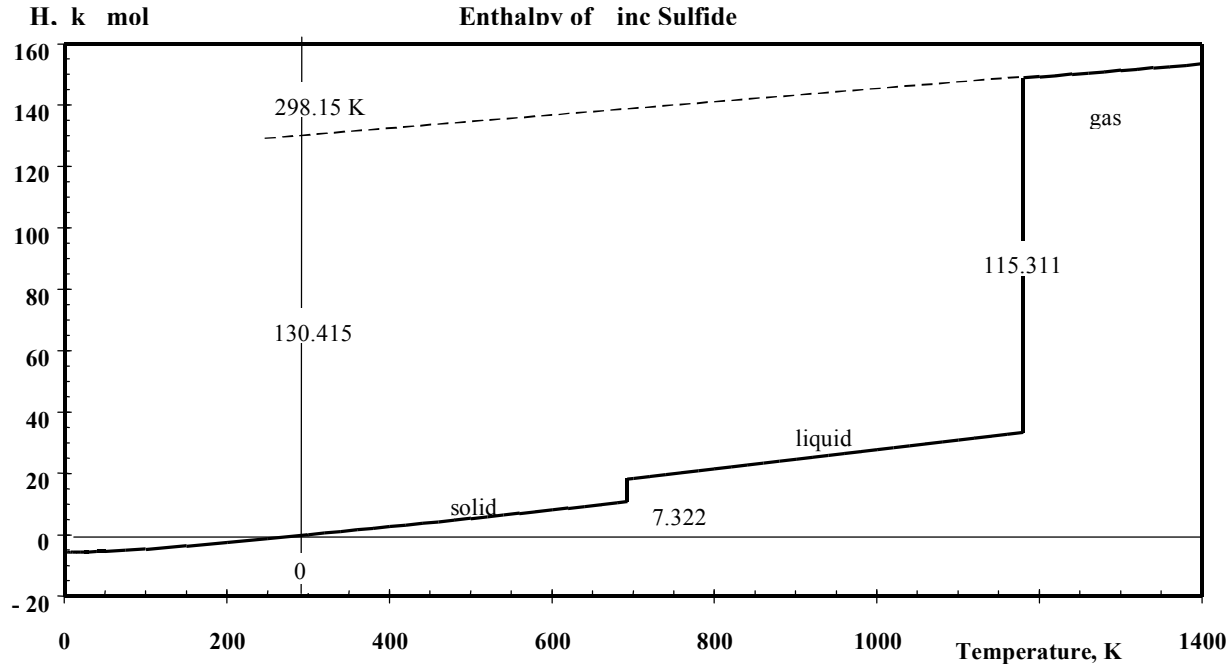
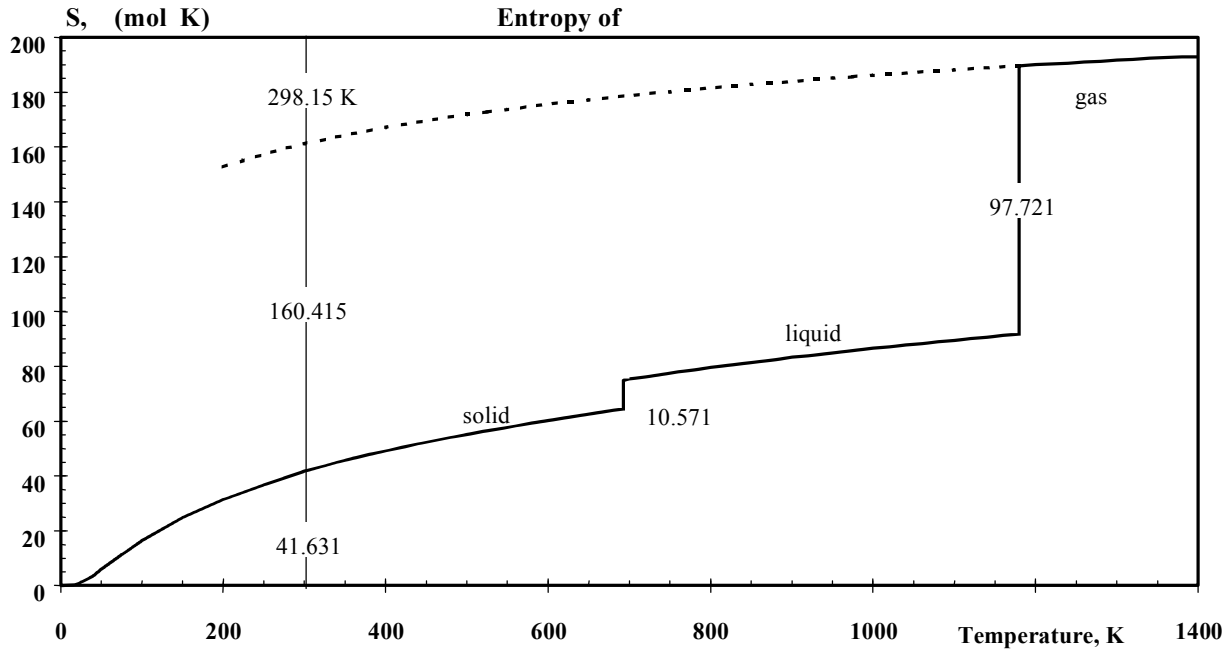
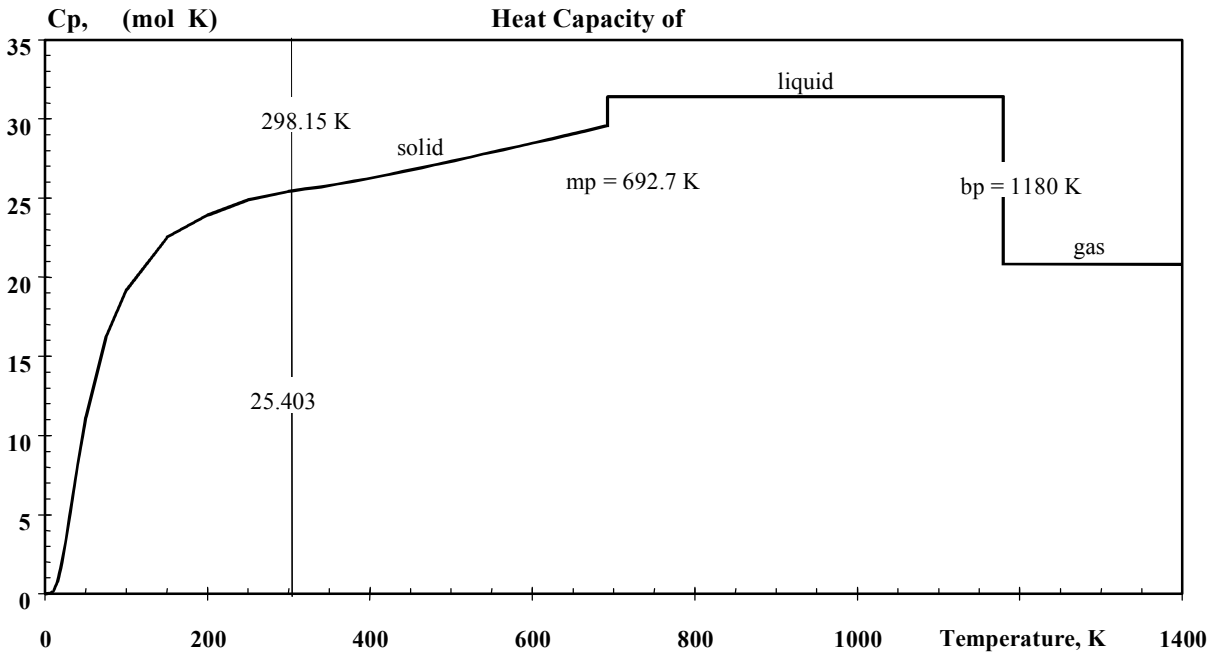
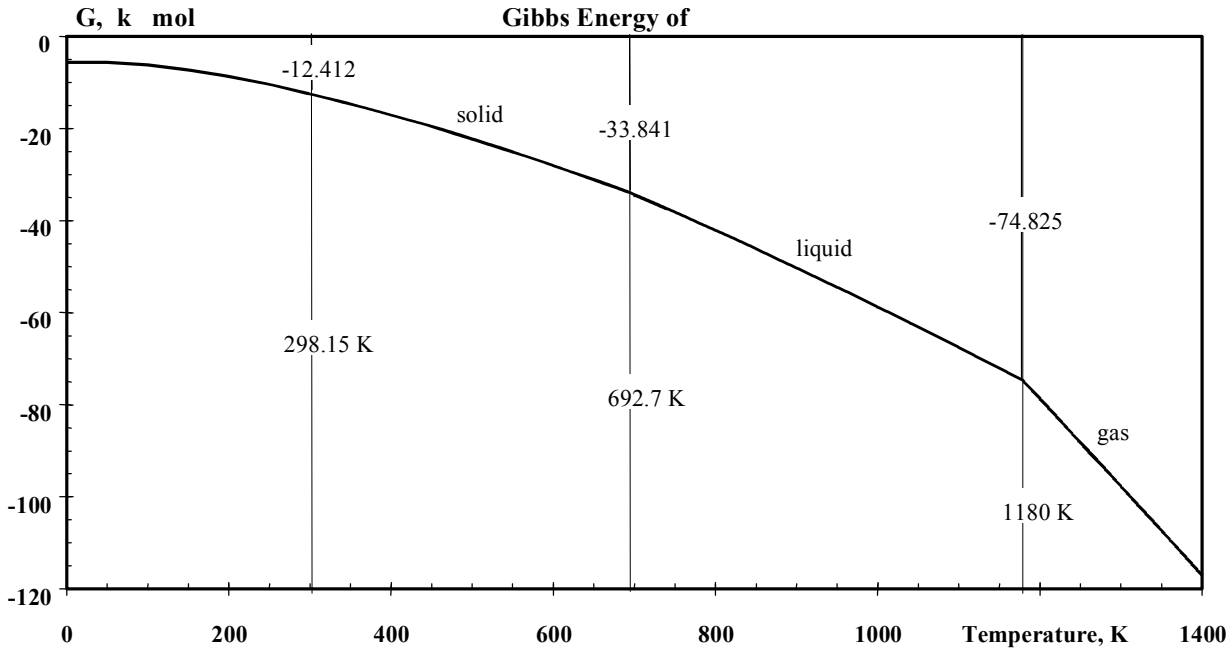

Fig. 2. Enthalpy of pure zinc from 0 K to 1400 K with reference to solid, hexagonal n at 298.15 K.
Fig. 4. Entropy of zinc calculated from the experimental heat capacity, by Eq. (3).
Fig. 5. Heat capacity of zinc from 0 K to 1400 K calculated from calorimetric data, by Eq. (1).
Fig. 6. Gibbs energy of zinc at 0 - 1400 K calculated from the enthalpy and entropy values using Equation (5).
where $H_f(298.15)$ is the enthalpy of formation at 298.15 K and H_{tr} is the enthalpy of transformation of the substance. Calorimetric measurements at different temperatures yield the enthalpy curve of zinc shown in Fig. 2.
The ability of a chemical substance to absorb or emit heat depends on the temperature, and therefore the curve in Fig. 2 is not linear. In addition, at phase transformation temperatures the curve is discontinuous, because heat is needed for the phase transformations (ie. for crystal structure changes, as well as for melting and boiling).
The enthalpy values of gaseous zinc can be extrapolated to lower temperatures as shown in Fig. 2 by the dotted line. The reference state for zinc at 25 C and 1 bar is hexagonal crystal. The enthalpy of gaseous zinc is 130.415 k mol larger compared to solid pure zinc at 298.15 K. This amount of heat is needed to evaporate one mole of zinc at 25 C and 1 bar, and is called the enthalpy of formation of zinc gas from solid zinc.
where S(298.15) is the standard entropy of the substance which can be calculated by integrating Cp T function from 0 to 298.15 Kelvins, T is temperature and H_{tr} is enthalpy of phase transformation at a temperature T_{tr}, see Fig. 4.
Heat Capacity Cp: The absolute heat capacity of substances at constant pressure can be calculated as a first derivative of the enthalpy curve in Fig. 2, using Equation (1). The heat capacity curve is discontinuous at phase transformation temperatures, see Fig. 5. The heat capacity values of crystalline substances in equilibrium approaches zero value at 0 K.
Gibbs Energy G: The mutual stability of substances (elements, compounds, ions, etc.) cannot be compared using enthalpy, entropy or heat capacity functions solely. It must be done using the Gibbs energy defined by Equation (5). The Gibbs energy of pure zinc has been calculated using this equation and data in Figs. 2 and 4. The results can be seen in Fig. 6.
Data Format in the HSC Databases: Traditionally, experimental heat capacity values - see Fig. 5 - have been fitted using the empirical Equation (4). The coefficients A, B, C and D provided in HSC are valid in limited temperature ranges only. Usually the temperature ranges are the same as the stability ranges of solid, liquid and gaseous states of the substances.
Table 1 shows the thermochemical data of zinc as printed from the HSC main database. The same enthalpy values can be found in Fig. 2, as well as the entropy values in Fig. 4. The coefficients A, B, C and D have been derived from the experimental heat capacity values, Fig. 5, using curve fitting and Equation (4), see Chapter 28.12.